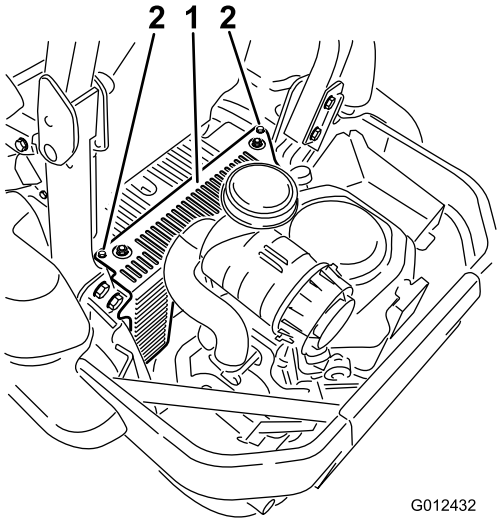

Figur 48
3. Ta bort de två skruvarna till hydraulenhetens hölje (Figur 48). Du kan nu komma åt det främre tändstiftet.
5. Montera hydraulenhetens hölje på vänster sida (Figur 48).